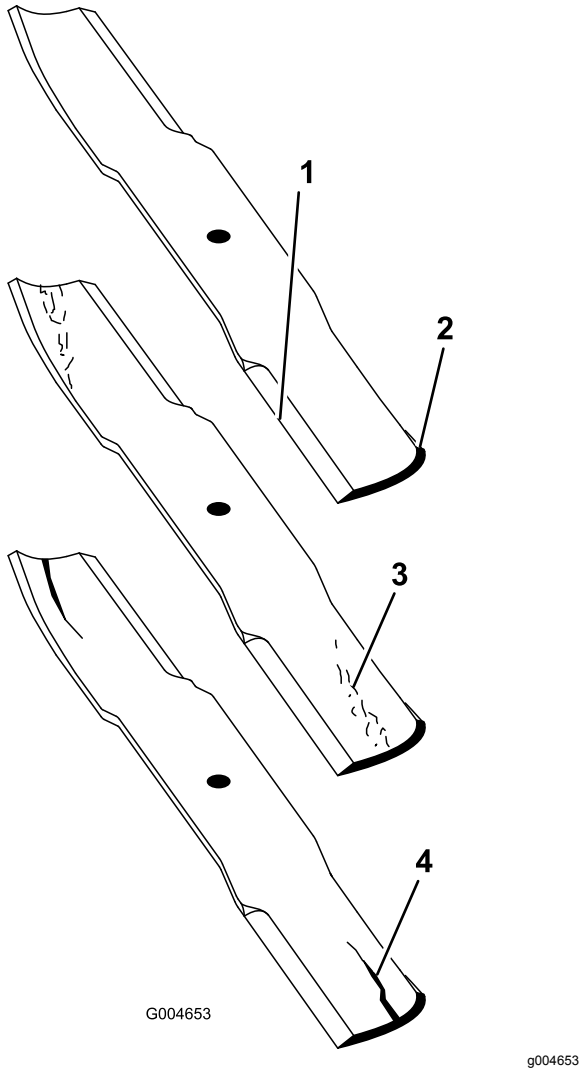

Figuur 79
3. Controleer nauwkeurig de uiteinden van het maaimes, in het bijzonder op de plaats waar het platte en het gebogen deel samenkomen (Figuur 79).
Opmerking: Omdat het metaal dat het platte en het gebogen deel van het mes verbindt, kan wegslijten door zand en ander schurend materiaal, moet u dit steeds controleren voordat u gaat maaien. Als u slijtage (Figuur 79) ziet moet u het mes vervangen.